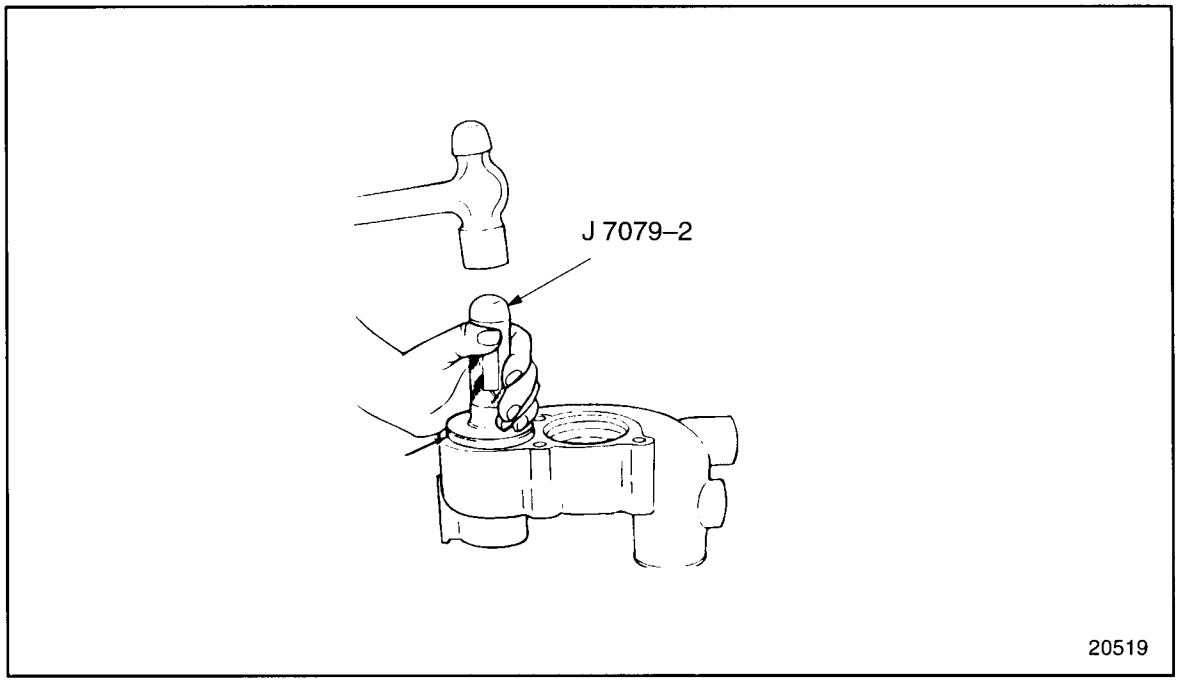

Figure 4-76 Thermostat Housing Seal Installation
4. Drive the seal into the bore with a hammer, until the installation tool bottoms on the housing. Rotate the tool during installation to ensure the seal is installed straight. Remove tools J 7079-2 and J 8550. See Figure 4-76.